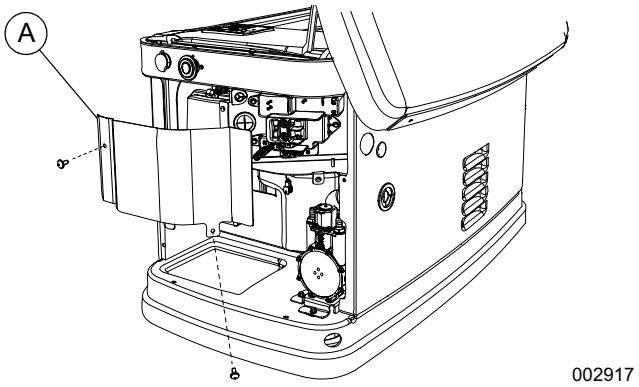
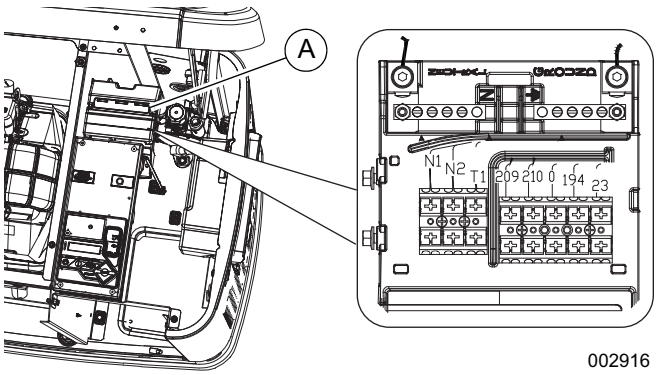

Figura 1. Extracción de la cubierta del panel de conexión del cliente (unidades del 2016 hasta la actualidad)
Figura 2. Extracción de la cubierta del panel de conexión del cliente (unidades del 2013 al 2015)
6. Consulte la ***Figura 1*** o la ***Figura 2***. Retire la cubierta del panel de conexión del cliente (A).